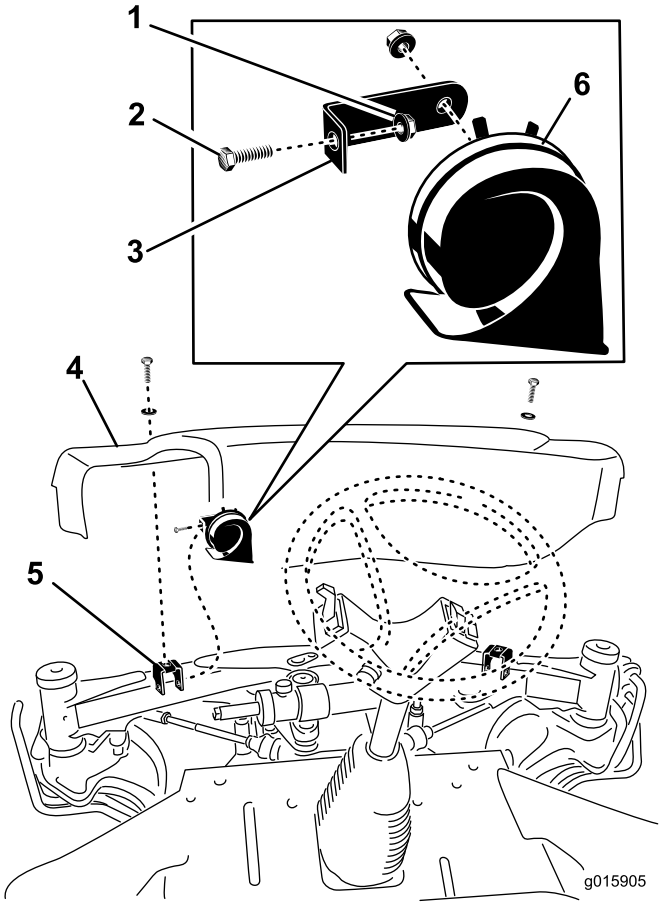

Bild 7
1. Entfernen Sie die zwei Schrauben und Scheiben, mit denen die vordere Abdeckung an den Vorderachsenhalterungen befestigt ist (Bild 7). Entfernen Sie die vordere Abdeckung.
2. Befestigen Sie die Hupenhalterung mit der Schraube (5/16 x 3/4 Zoll) und der Bundmutter (5/16 Zoll) an der linken Befestigungshalterung (Bild 7).